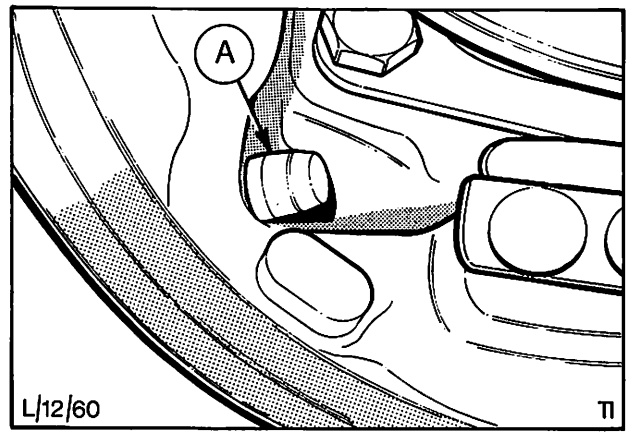

Abb. 39 A = Prüfstift – Schwinghebelanschlag
4. Prüfstift „A" – Schwinghebelanschlag, Abb. 39, überprüfen. Falls der Prüfstift beschädigt ist oder in der Führungsbuchse klemmt, Prüfstift aus dem Bremsträger herausziehen und erneuern.